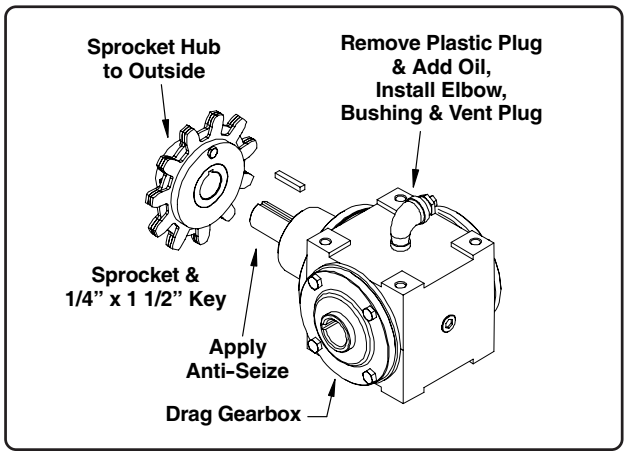

**Fig. 13**
9. Install the bushing and vent plug into the 90° elbow and secure to the top of gearbox (See Fig. 13).
10. Apply a thin coat of anti-seize compound to the gearbox shaft. Install and secure the 11 tooth sprocket and 1/4" x 1 1/2" key onto the shaft (hub of sprocket facing outside, See Fig. 13).